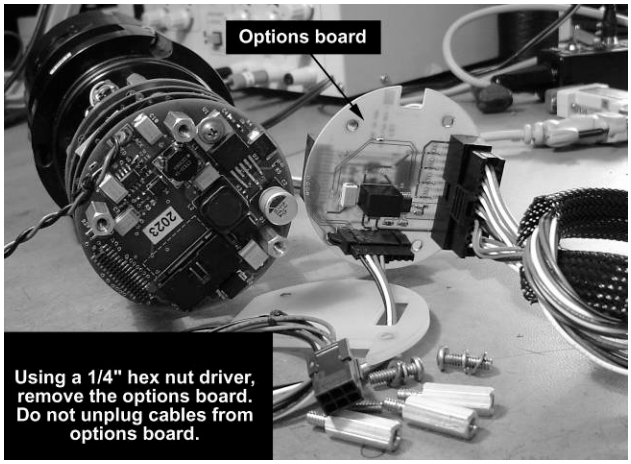

**Figure 9: Removing the Options Board on the ADC**
2. On the NXIC-ADC the options board must be removed before the battery board can be accessed. Using a ¼" nut driver remove the hex standoffs from the options board. These standoffs are longer than the ones holding the battery board on so keep them separate. Carefully pull the board off the stack. See figure 9.